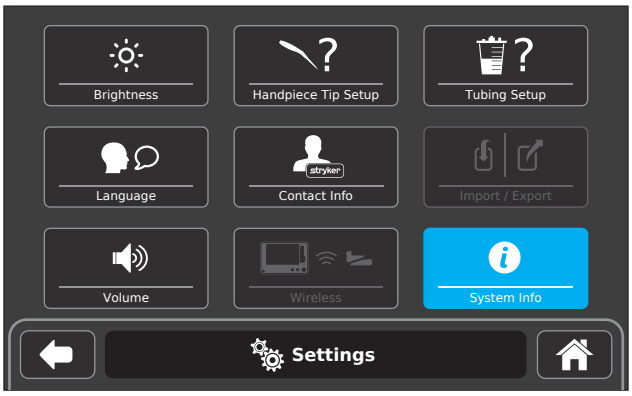

Figure 50 – System Info Selection
2. From the system SETTINGS screen, touch the SYSTEM INFO (information) button (Figure 50).